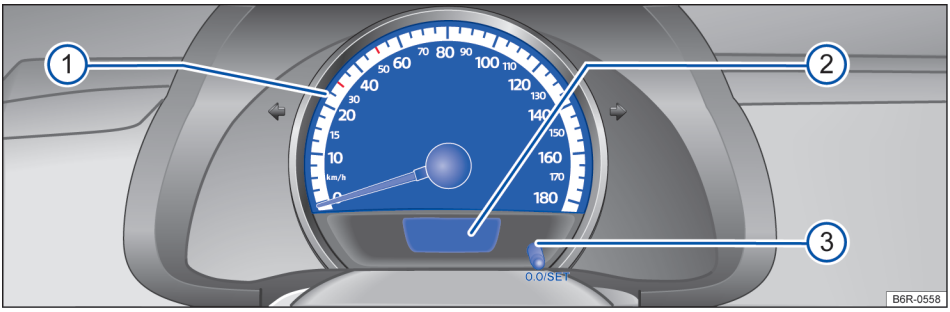
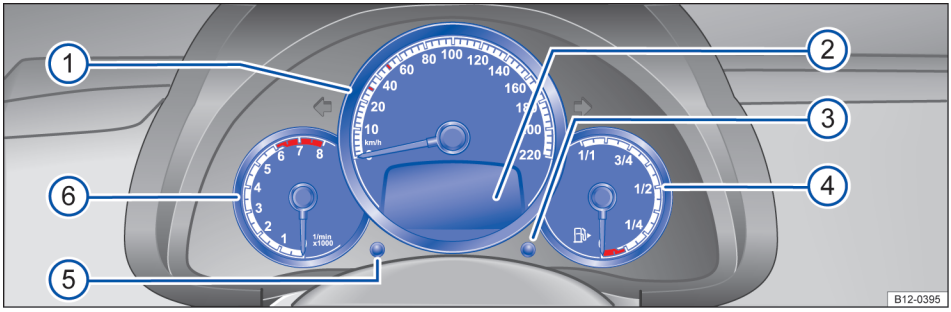

Fig. 12 Instrumento combinado no painel de instrumentos: variante 1. ▶
Fig. 13 Instrumento combinado no painel de instrumentos: variante 2.
Alguns controles e funções aqui representados pertencem a determinados modelos e versões ou são opcionais → Fig. 13.
Significado dos instrumentos → Fig. 12 ou → Fig. 13:
① **Velocímetro** (indicador de velocidade).
② **Indicadores do display** → Página 20.
③ **Botão para zerar** o hodômetro parcial (**trip**) com ignição ligada e motor desligado.
- Pressionar o botão [0.0/SET] *por aproximadamente 3 segundos* para zerar o hodômetro parcial e, se necessário, outros indicadores do indicador multifunções → Fig. 12.
③ **Botão para reinicializar o indicador do intervalo de serviço** → Página 27.
③ **Botão de ajuste do relógio** ou para alternar entre o **indicador da temperatura do líquido de arrefecimento do motor e o relógio** → Fig. 12.
- Alterar visualização relógio / temperatura do líquido de arrefecimento do motor: Ignição ligada. Manter pressionado [0.0/SET] (3), a indicação presente começa a piscar. Acionar brevemente o botão [0.0/SET] (3) para comutação entre a visualização do relógio ou temperatura do líquido de arrefecimento do motor.
④ **Indicador do nível de combustível** → Página 25.
⑤ **Botão de ajuste do relógio**.
- Com a ignição ligada, para ajustar o relógio, se necessário, alterar para o indicador do relógio, pressionar a chave → Página 28 ② para cima ou para baixo ou pressionar o botão de ajuste → Fig. 13 ⑤.
⑥ **Tacômetro (conta-giros)** (rotações x 1000 por minuto do motor em funcionamento).